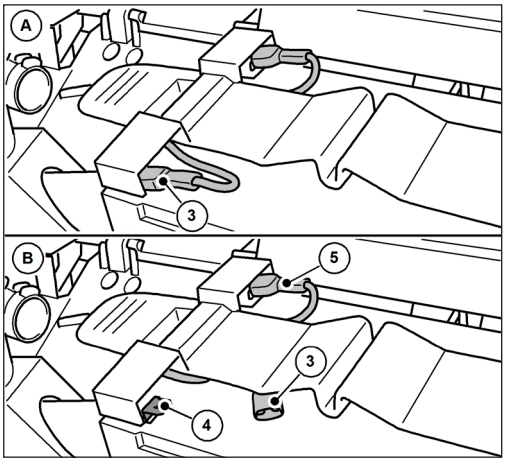

Abb. 24: Отсоедините соединительный кабель аккумулятора
3. Отсоедините синий соединительный кабель аккумулятора (3) от вставного выступа (4) аккумулятора.
» Убедитесь, что синий соединительный кабель (3) аккумулятора не может случайно соприкоснуться со штекерным выступом (4) из-за внешних воздействий, например, при перемещении прибора (см. рис. 24 Рисунок B).